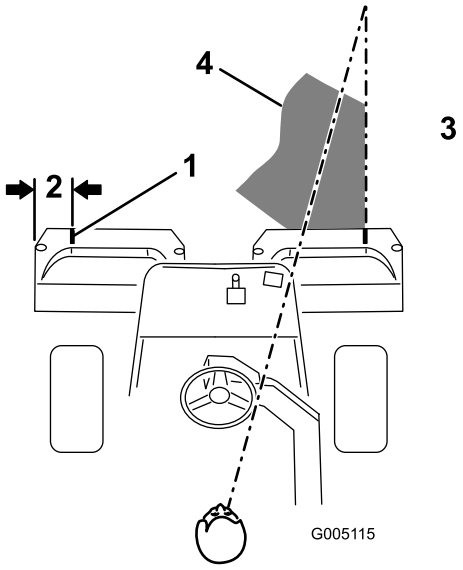

Figur 11
2. Fest en hvit tape eller mal en hvit stripe som løper parallelt med den ytre kanten på hver kurv (Figur 11).